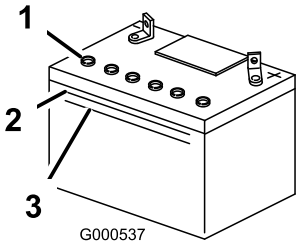

Figur 43
1. Titta på sidan av batteriet. Elektrolyten måste nå upp till den **övre** linjen (Figur 43). Låt inte elektrolyten sjunka under den nedre linjen (Figur 43).
3. Ta bort luftarlocken från batteriet (Figur 43).
4. Häll långsamt destillerat vatten i varje battericell tills elektrolytnivån når upp till batterilådans övre linje (Figur 43).
5. Vänta fem till tio minuter efter att battericellerna fyllts på. Häll destillerat vatten, om det behövs, i varje battericell tills elektrolytnivån är vid batterilådans övre linje (Figur 43).